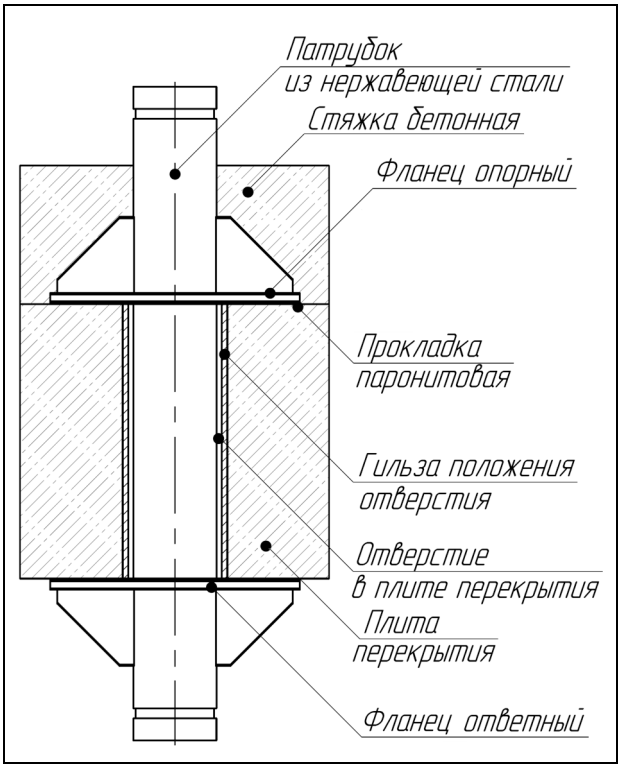

Рис.3. Установка неподвижных опор «Энергия-Аква» Ду50…Ду200.
2. Указания по монтажу неподвижных опор «Энергия-Аква» Ду50…Ду100 (см. рис.3, стр. 8).
2.2. Установить патрубок с опорным фланцем, пропустив патрубок в отверстие плиты перекрытия. При необходимости (по условиям поставки опорный фланец может быть не приварен к патрубку, и сварка осуществляется производителем работ по месту) приварить косынки опорного фланца к патрубку в соответствие с рис.3 (стр. 8, сварной шов Т3 катетом не менее толщины стенки патрубка). Обеспечить надежное прилегание основания опорного фланца и паронитовой прокладки к плите перекрытия, зазоры не допускаются.
2.4. Установить паронитовую прокладку и ответный фланец в соответствие с рис.3 (стр. 8).
2.5. Зафиксировать основание ответного фланца и выровнять относительно патрубка в соответствие с рис.3 (стр. 8). Обеспечить надежное прилегание основания ответного фланца и паронитовой прокладки к плите перекрытия, зазоры не допускаются.
2.6. Приварить косынки ответного фланца к патрубку в соответствие с рис.3 (стр. 8, сварной шов Т3 катетом не менее толщины стенки патрубка).